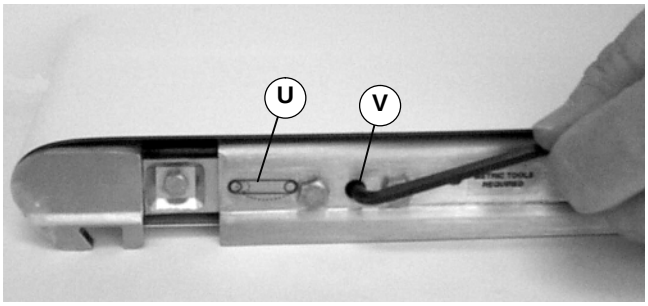

Abbildung 18
3. Auf der Spannseite des Förderers, die mit einem Etikett identifiziert ist (U Abbildungen 18 u. 19), einen 5 mm Sechskantschlüssel einführen, damit das Ritzel im Eingriff ist (V siehe Abbildung 18).
1. Auf der Spannseite des Förderers, die mit einem Etikett identifiziert ist (U Abbildungen 18 u. 19), einen 5 mm Sechskantschlüssel einführen, damit das Ritzel im Eingriff ist (V siehe Abbildung 18).
HINWEIS: Am Ritzel (V siehe Abbildung 18) 2,8 Nm für 44 bis 305 mm breite Bänder bzw. 4,5 Nm für 457 mm breite Bänder nicht überschreiten. Ein-zu starkes Spannen des Gurtes könnte eine zu starke Belastung der Antriebsrollenlager verursachen und zu einem frühzeitigen Versagen führen.